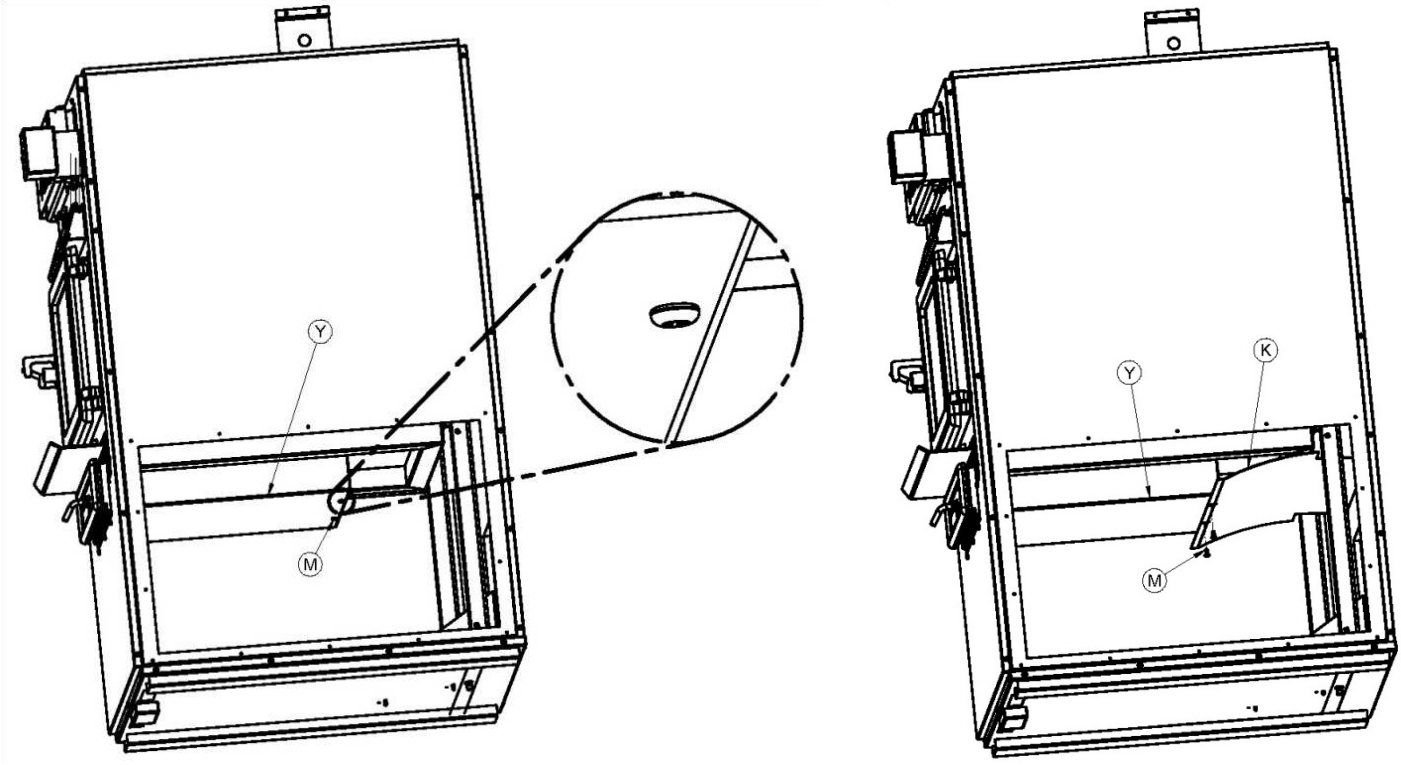

FIGURE 1 FIGURE 2
Étape 4 : Dévissez les deux vis (M) se situant en dessous du boîtier du tiroir à cendres (Y) (voir figure 1). Faites passer le déflecteur (K) en dessous du tiroir à cendres. Vissez le devant du déflecteur sous le boîtier du tiroir à cendres avec les vis (M) dans leurs trous d'origine (voir figure 2).